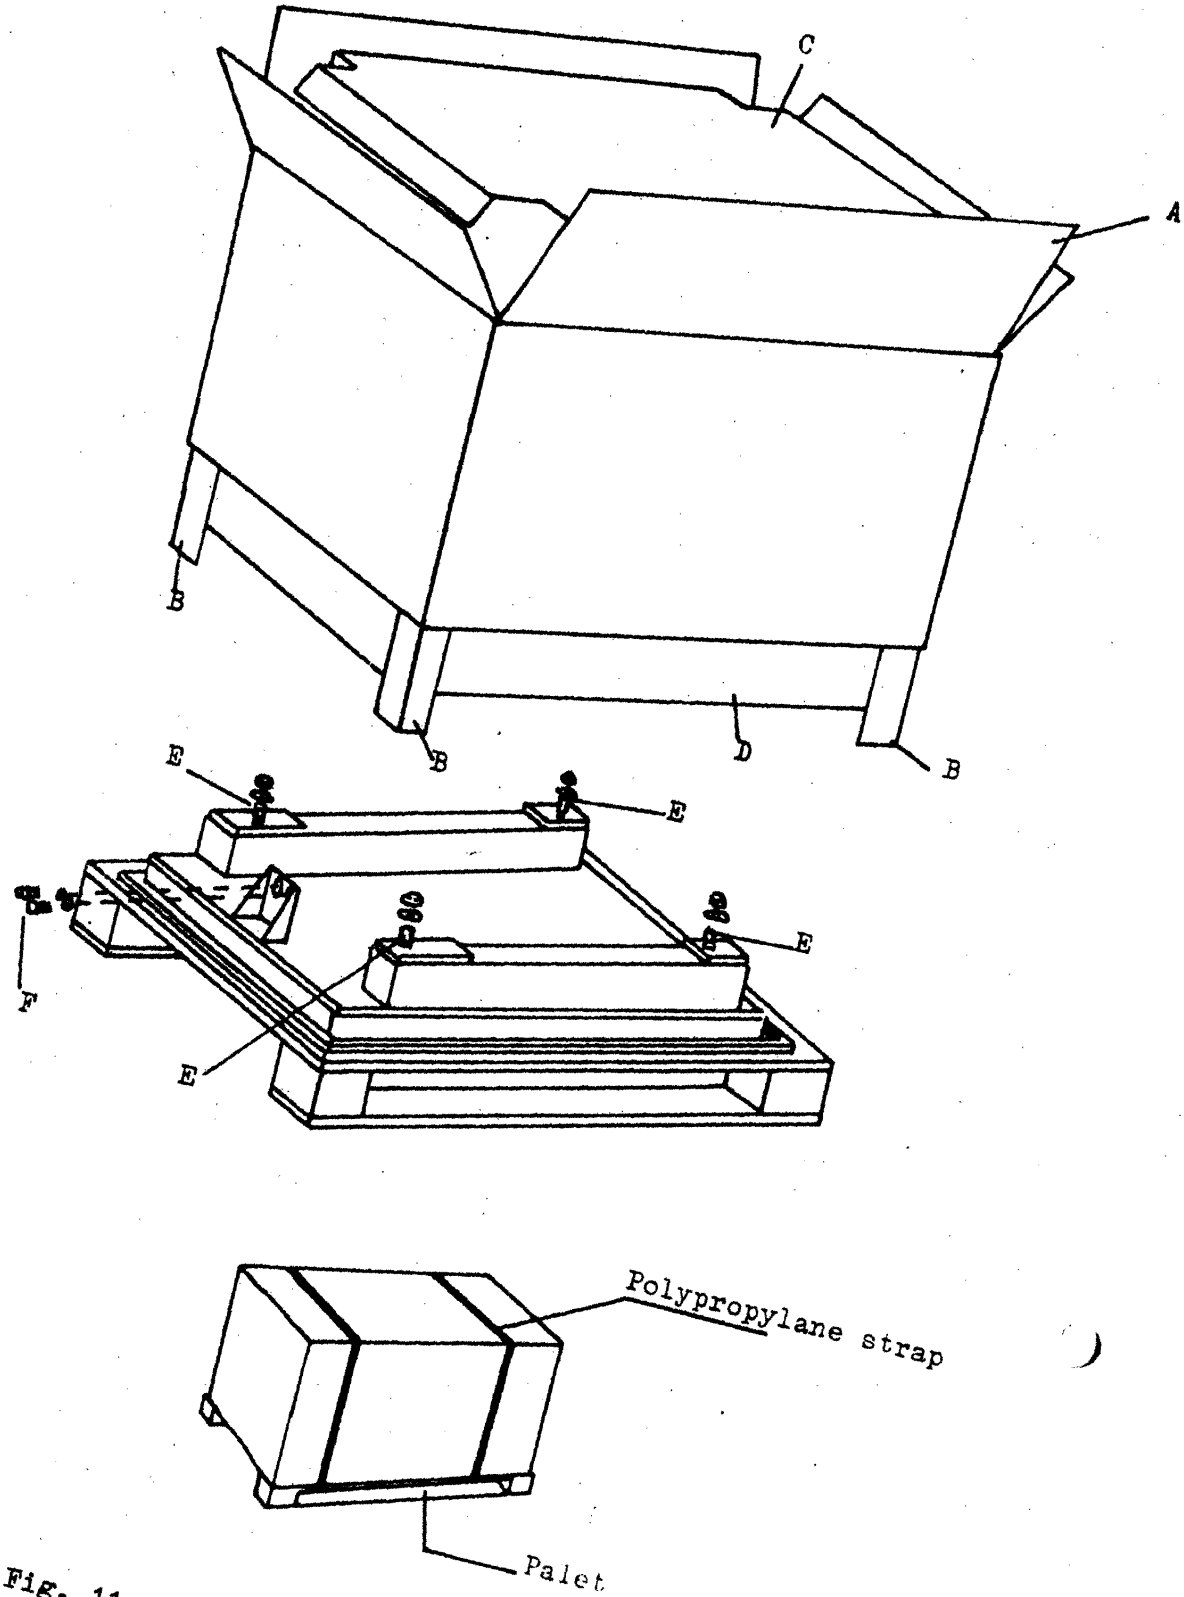

Fig. 11-1 UNIT STORAGE
3.1 PACKING (fig. 11-1)
3.2 UNPACKING (fig. 11-1)